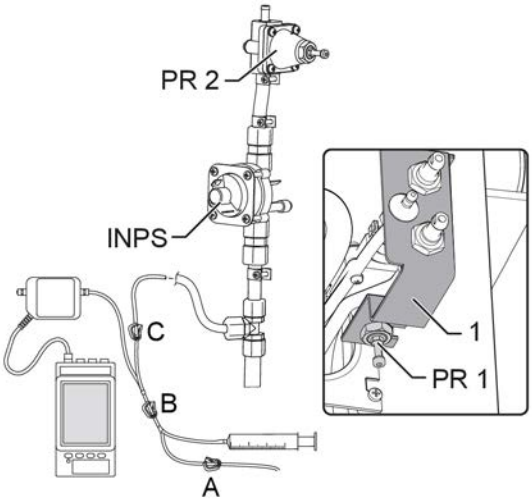

Figure 7-11. Connect reference instrument
2) Connect Gambro reference instrument just before the INPS pressure switch, according to Figure 7-11 "Connect reference instrument" on page 171.